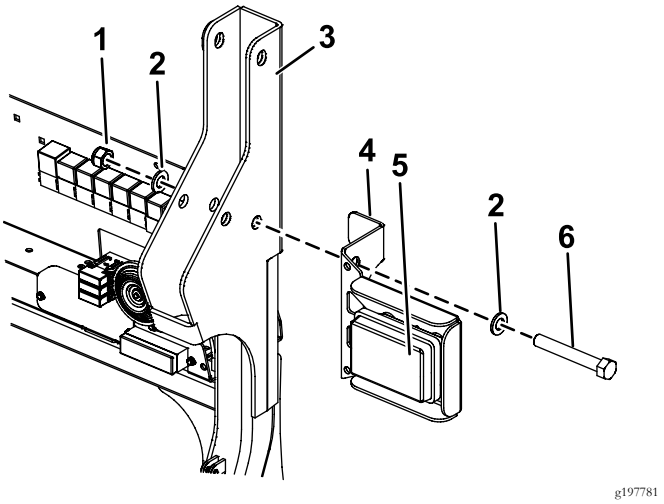
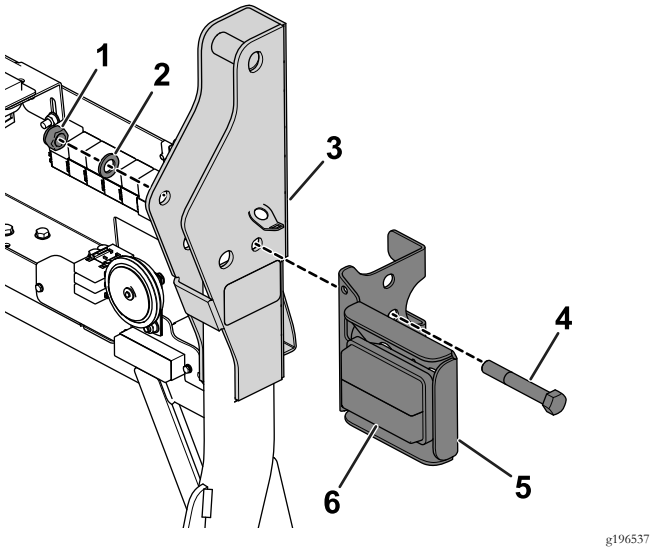

Figura 4
Figura 5
9. Allineate il foro indicato nella staffa della luce posteriore destra con il foro nel roll bar e inserite il nuovo bullone (M16 x 110 mm) utilizzando le rondelle preesistenti (Figura 4 o Figura 5).